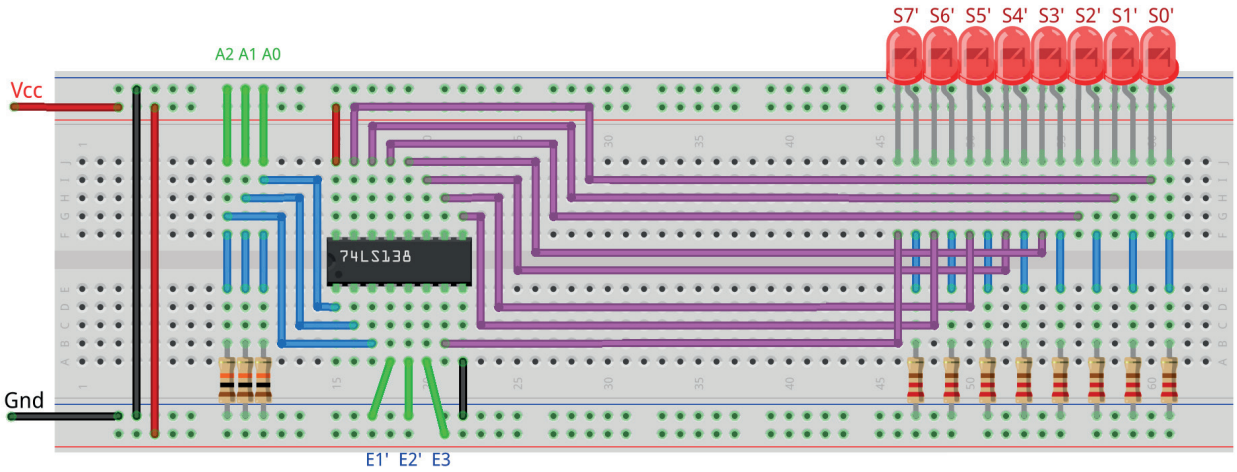

Figura 7.8 – Disposição dos componentes na placa de montagem.
1. Monte o circuito na placa de montagem, conforme figura 7.8.